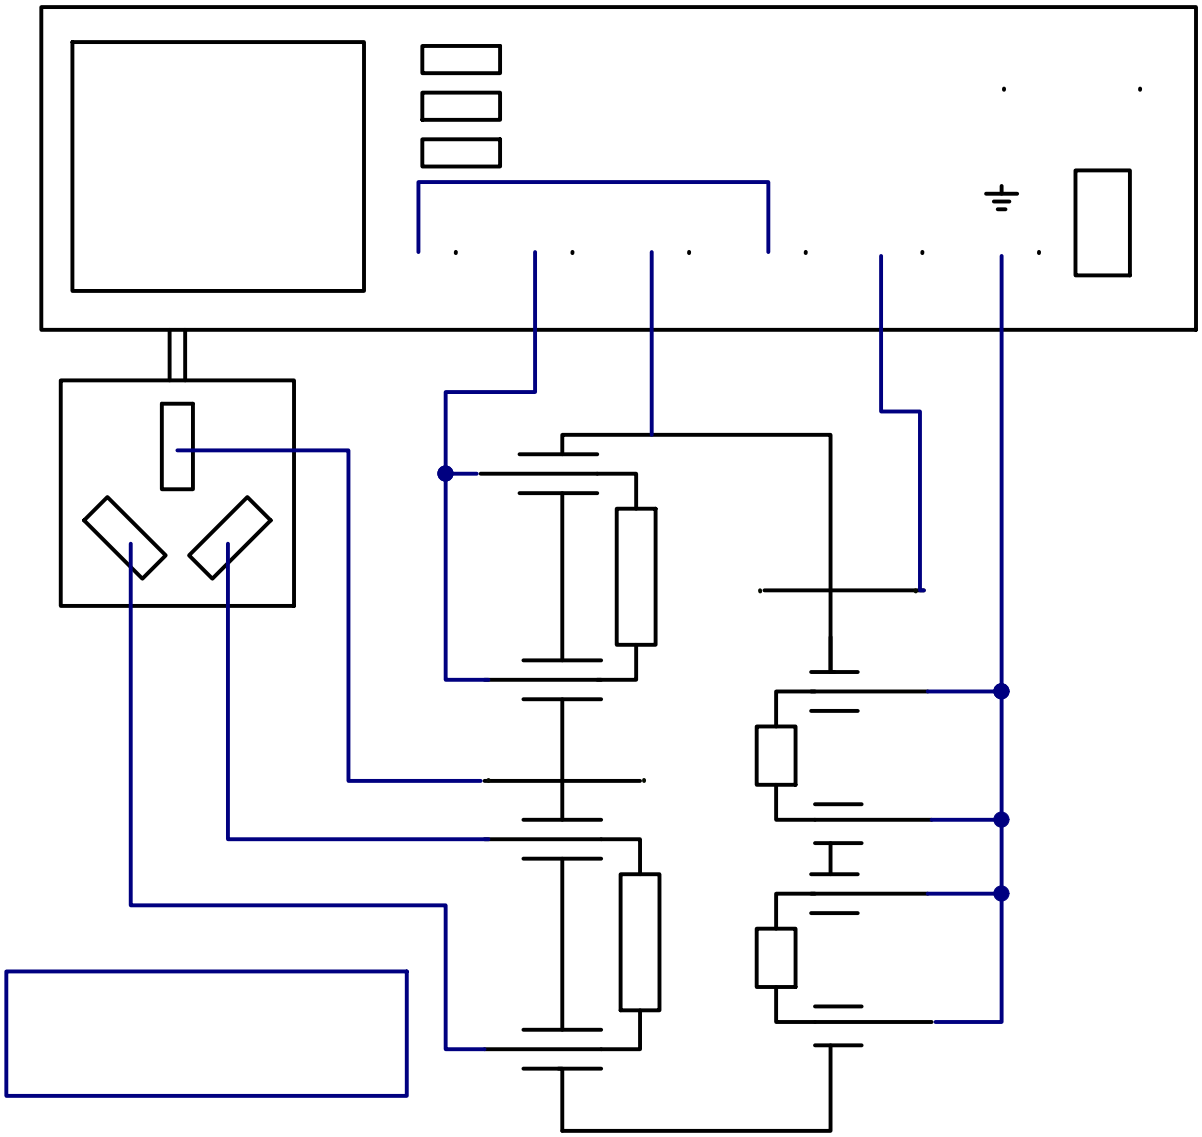

图 18 患者漏电流(PLCAP)应用部分加压连接图
2)　外壳对地漏电流/ENCL1(参照 GB9706.1 图 18)
3)　外壳对外壳漏电流/ENCL2（参照 GB9706.1 图 18）